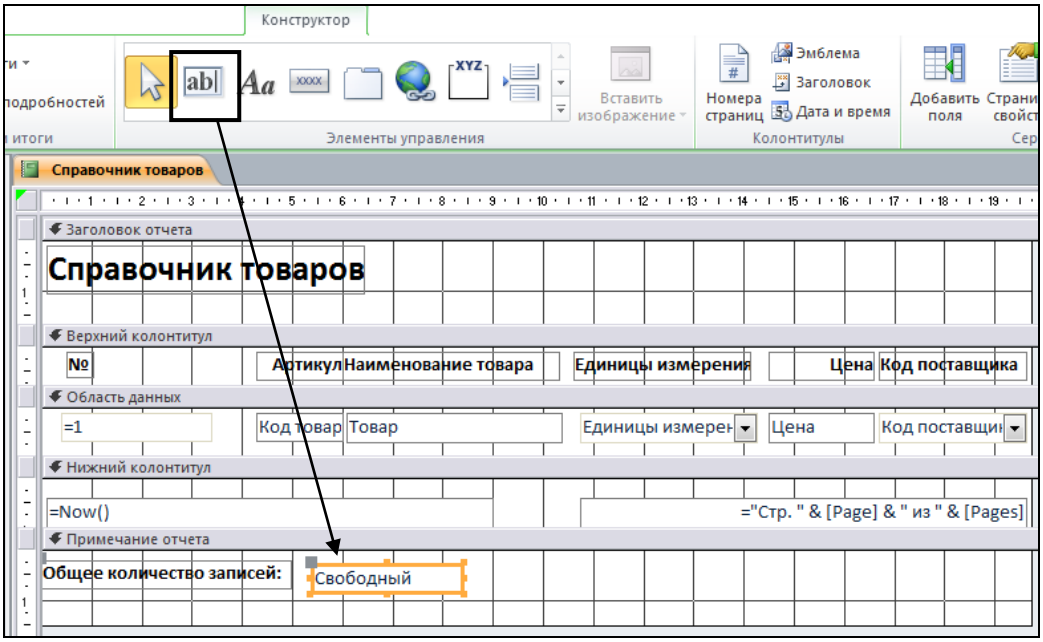

Рис. 5.11. Создание поля для вывода общего количества записей
13. В примечании отчета создается новое поле для вывода общего количества записей (рис. 5.11).